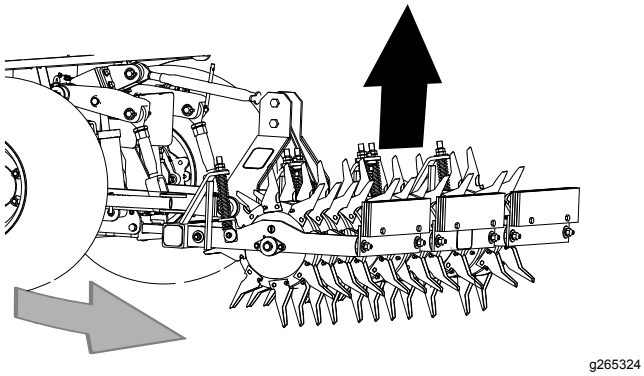

Figuur 24
4. Breng de beluchter omhoog aan het eind van de werkgang, voordat u omkeert (Figuur 24).